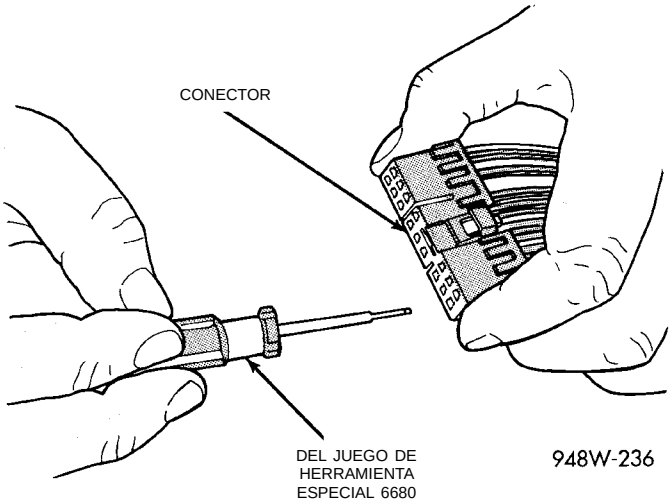
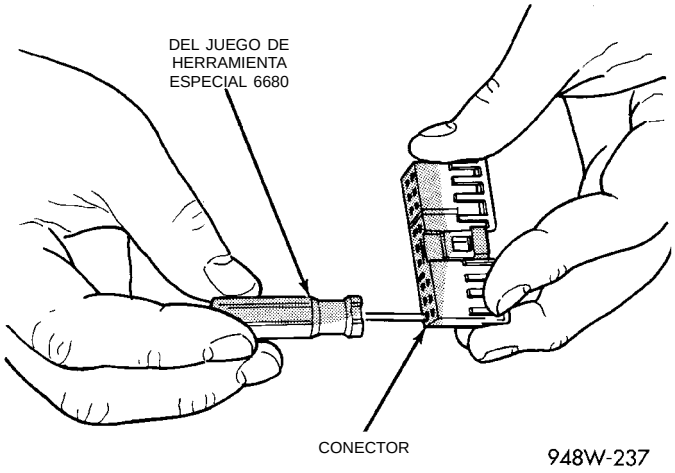

Fig. 21 Desmontaje de terminal
Fig. 22 Desmontaje de terminal utilizando la herramienta especial
(4) Coloque la garra de traba del conector apartada del terminal utilizando el instrumento apropiado del Juego de herramienta especial 6680. Tire del cable para sacar el terminal del conector (Fig. 21) (Fig. 22).